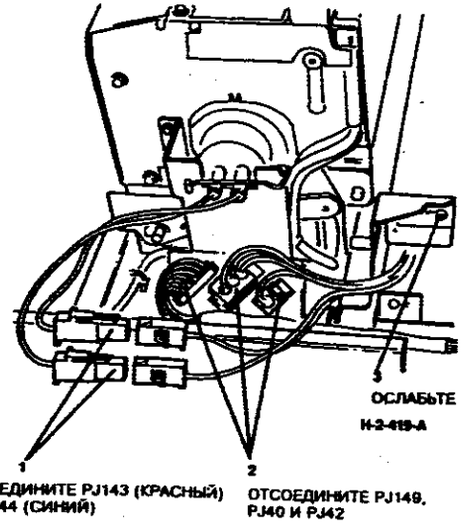

**Рисунок 1. Снятие модуля фьюзера**
2. (Рисунок 1) Снимите переднюю крышку нагревателя, PL 7.4.